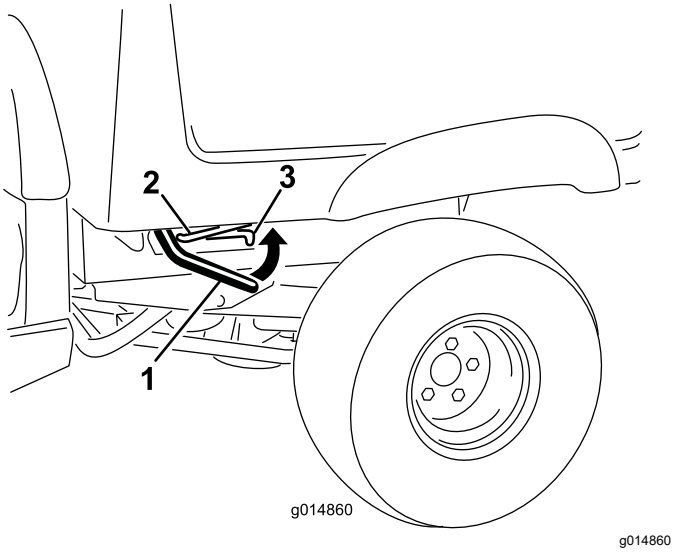

Figur 12
1. Hev spaken på en av sidene av lasteplanet og hev lasteplanet (Figur 12).
1. Hev lasteplanet litt ved å heve låsespaken (Figur 12).